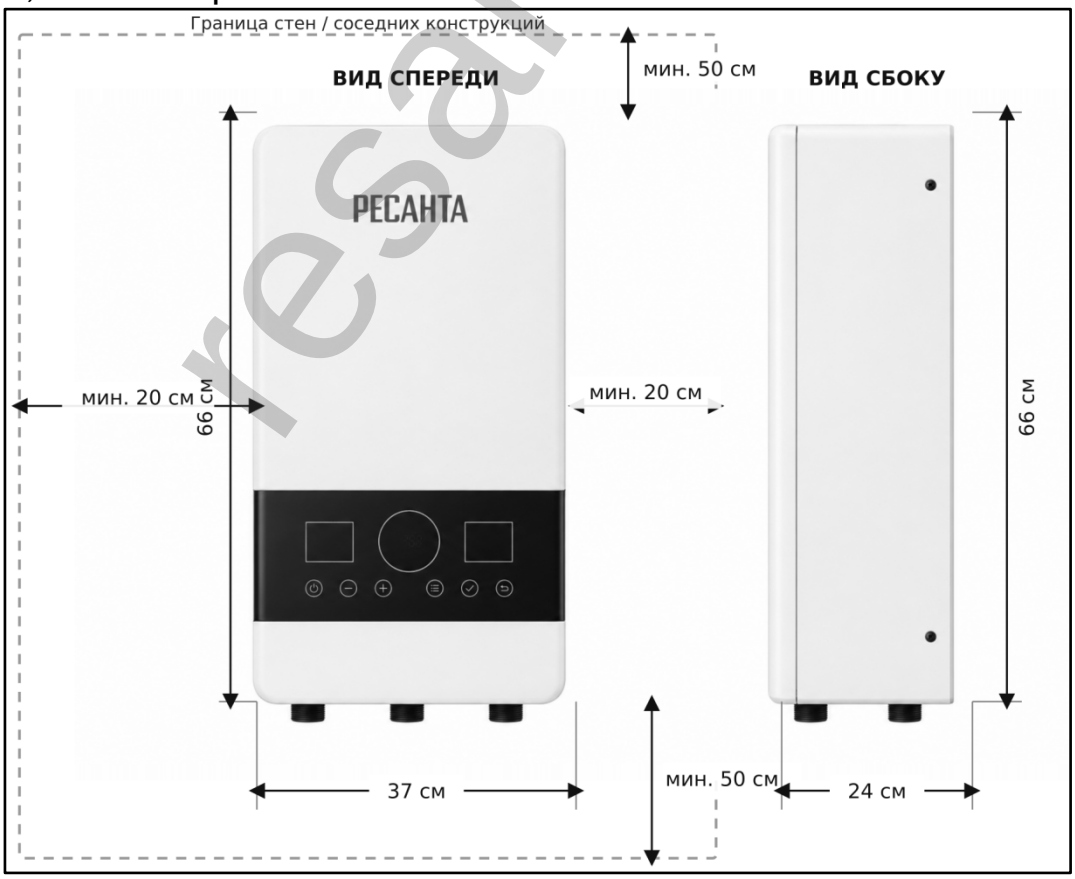

Рис. 2. Минимально допустимые расстояния и габариты котла
- Для облегчения ухода за аппаратом следует оставить место для свободного доступа к электрическим частям. Кроме того, рекомендуется устанавливать котел на расстоянии от потолка и прилегающих стен или шкафов, согласно рис.2.